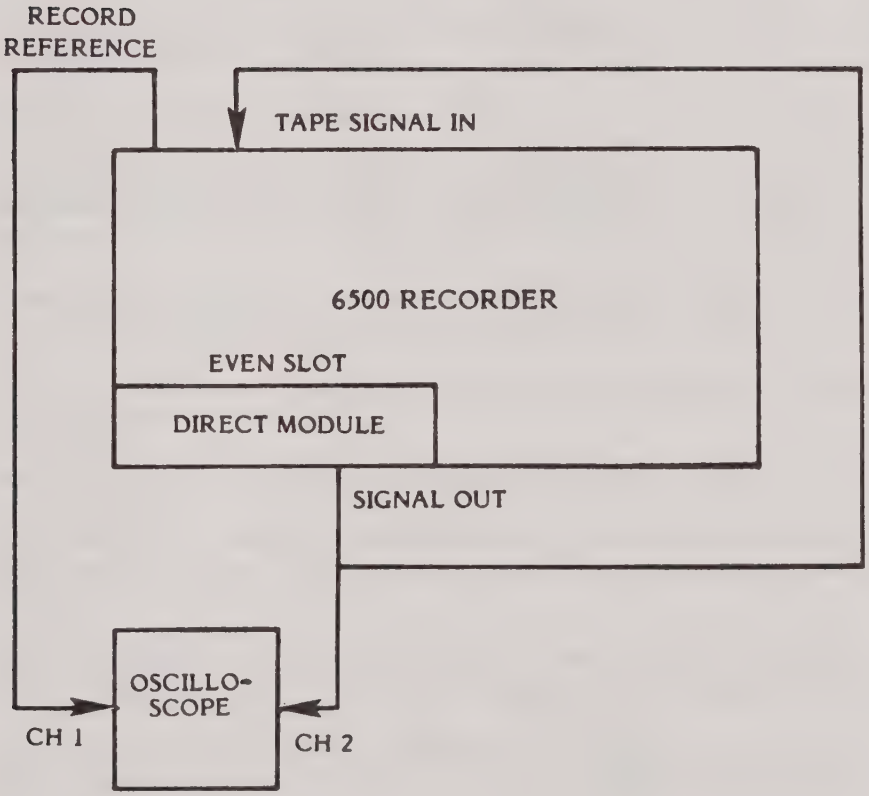

Figure 6-15B. Time Base Error Adjustment Test Setup Block Diagram
j. Connect the signal OUT connector of the direct module to the TAPE SIGNAL IN connector on the back of the recorder. (See Figure 6-15B, Test Setup Block Diagram.)
l. Connect oscilloscope Channel 2 to the signal OUT connector on the direct module, (Figure 6-15B).